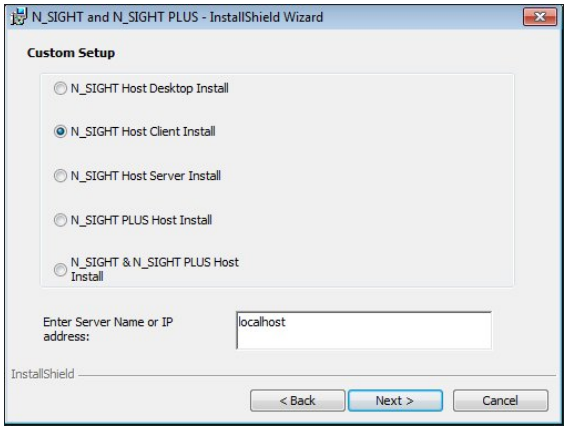

Figure 6.14 – Custom Setup N_SIGHT Host Client Install
2. On the Custom Setup window, select **N_SIGHT Host Client Install.** See Figure 6.14**.**